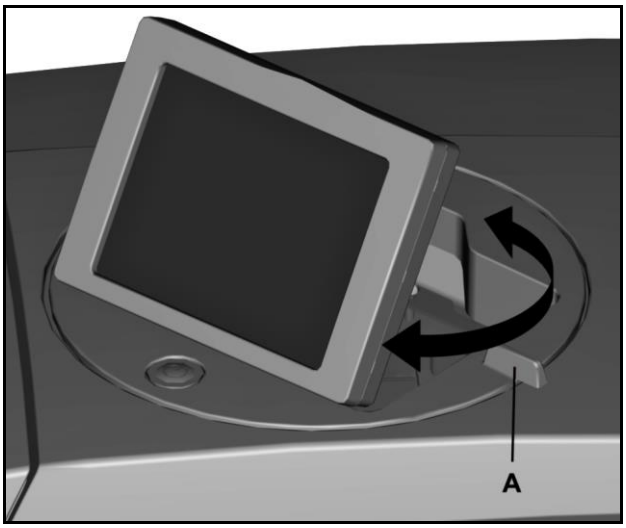

Figura 13 Rotação do painel táctil
2 Rode o painel táctil pela pega (A) até à posição pretendida (consulte "Figura 13 Rotação do painel táctil ").